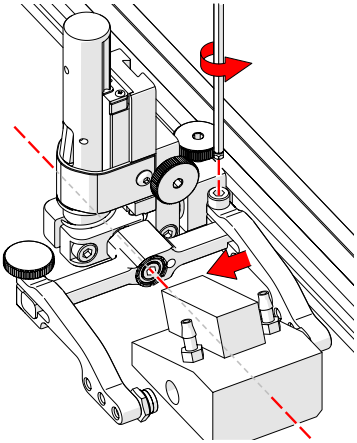

Fig. 117 - Adjust inner arm
4. Position the wedge on the inner probe holder arm *(Fig. 117)*.
> *TIP: The probe holder yoke can accommodate many different probe and wedge sizes of varying widths. It is best to centre the wedge with the yoke's pivot axis. This can reduce wedge 'rocking' when scanning. Position the inner probe holder arm accordingly (Fig. 117) using the supplied 3 mm hex driver (Fig. 37).*